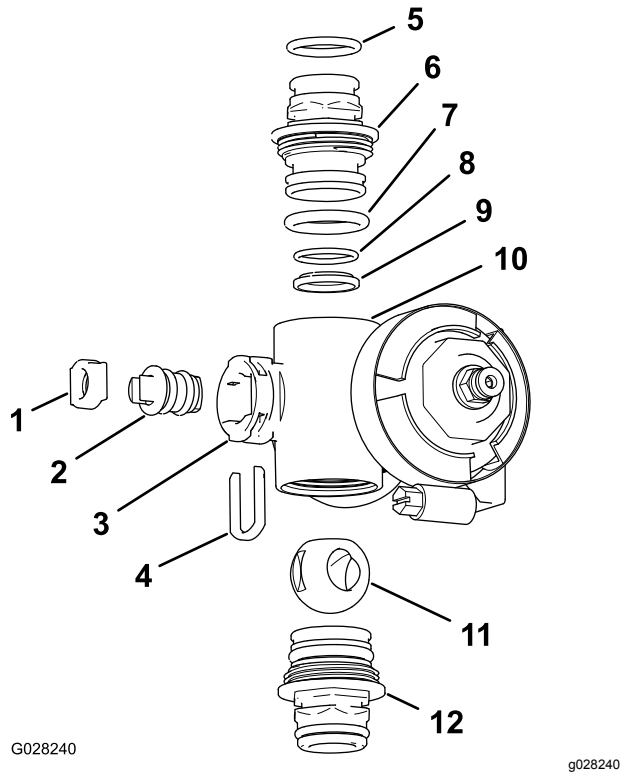

Figure 115
2. Remove the 2 end-cap-fitting assemblies from each end of the manifold body (Figure 114 and Figure 115).
4. Remove the stem retainer from the slots in the stem port in the manifold (Figure 114 and Figure 115).
5. Remove the stem retainer and valve stem seat from the manifold (Figure 114 and Figure 115).
6. Reach into the manifold body and remove the valve-stem assembly (Figure 114 and Figure 115).
1. Check the condition of the outlet fitting O-rings (section valve manifold only), end cap O-rings, back seating O-rings, and ball seat for damage or wear (Figure 114 and Figure 115).
2. Apply silicone grease to the valve stem and insert it into the valve stem seat (Figure 114 and Figure 115).
3. Install the valve stem and seat into the manifold and secure the stem and seat with the stem retainer (Figure 114 and Figure 115).
4. Ensure that the back seating O-ring and the ball seat are aligned and seated into the end-cap fitting (Figure 114 and Figure 115)
5. Install the end-cap fitting assembly onto the manifold body until the flange of the end-cap fitting touches the manifold body (Figure 114 and Figure 115), then turn the end-cap fitting an additional 1/8 to 1/4 turn.